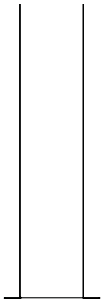

Figure 23
TABLE 3 - FRAMING DIMENSIONS (in inches) FOR FIGURES 23 - 25
2. The brackets have a perforation located at the bottom of each side. Bend them at the perforation. **See Figure 23.**